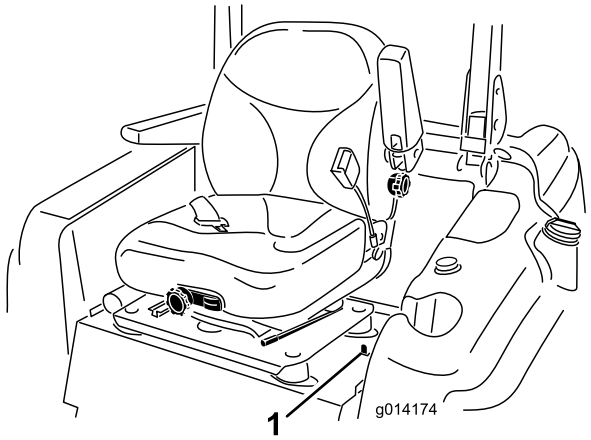

Figur 1
4. För sätesspärren (som sitter på vänster sida om sätet) bakåt för att lossa sätet och dra det framåt (längst upp på sätet) tills spärren hakar fast i sätesplattan (Figur 1).